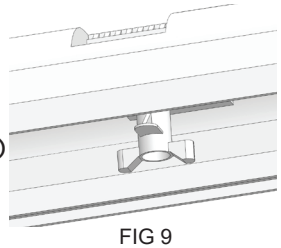

FIG 9
2. Twist Locks on Reflector and Remove Reflector. (FIG 9)